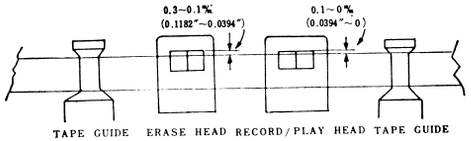

Fig. 15
5. Adjust levels of heads (in relation to Erase Head) as in diagram below. For quick check, lift pressure pad assemblies with fingers and note position of tape in relation to heads fig. 15